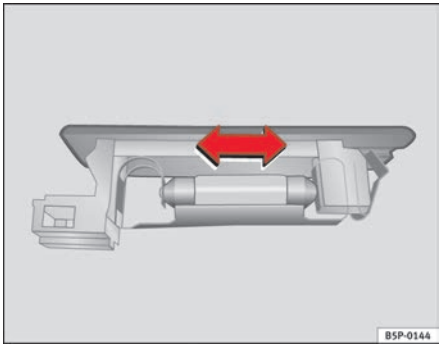

Fig. 193 Luggage compartment light
– Press the lamp sideways and remove it from the housing ⇒ page 262, fig. 193. ■